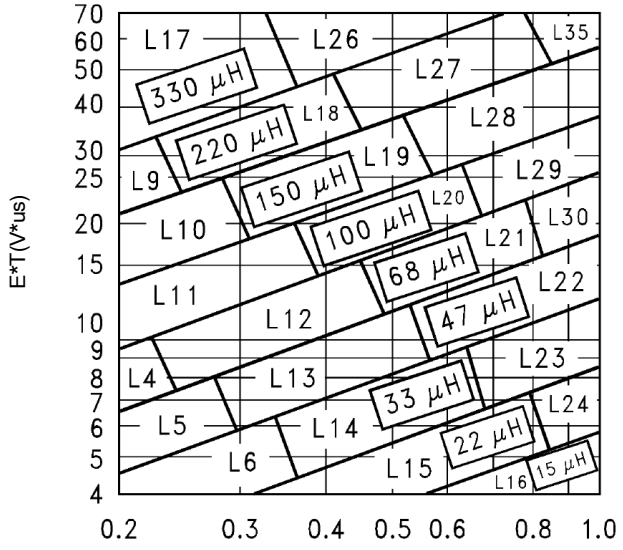

Figure 19. Inductor Value Selection Guides (For Continuous Mode Operation)
4. Inductor Selection (L1) **A.** Use the following formula to calculate the inductor Volt x microsecond [V x μs] constant: $E \times T = \left(V_{IN} - V_{OUT} - V_{SAT}\right) \times \frac{V_{OUT} + V_D}{V_{IN} - V_{SAT} + V_D} \times \frac{1000}{150\ kHz} (V \times \mu s)$ **B.** Match the calculated E x T value with the corresponding number on the vertical axis of the Inductor Value Selection Guide shown in Figure 19. This E x T constant is a measure of the energy handling capability of an inductor and is dependent upon the type of core, the core area, the number of turns, and the duty cycle. **C.** Next step is to identify the inductance region intersected by the E x T value and the maximum load current value on the horizontal axis shown in Figure 19. **D.** Select an appropriate inductor from Table 3. The inductor chosen must be rated for a switching frequency of 150 kHz and for a current rating of 1.15 x I_{Load}. The inductor current rating can also be determined by calculating the inductor peak current: $I_{p(max)} = I_{Load(max)} + \frac{\left(V_{in} - V_{out}\right) t_{on}}{2L}$ where t_{on} is the "on" time of the power switch and $t_{on} = \frac{V_{out}}{V_{in}} \times \frac{1.0}{f_{osc}}$	**4. Inductor Selection (L1)** **A.** Calculate E x T [V x μs] constant: $E \times T = (12 - 5 - 1.0) \times \frac{5 + 0.5}{12 - 1 + 0.5} \times \frac{1000}{150\ kHz} (V \times \mu s)$ $E \times T = (6) \times \frac{5.5}{11.5} \times 6.7 (V \times \mu s)$ **B.** E x T = 19.2 [V x μs] **C.** $I_{Load(max)}$ = 1.0 A Inductance Region = L30 **D.** Proper inductor value = 68 μH Choose the inductor from Table 3.
To simplify the inductor selection process, an inductor selection guide for the LM2595 regulator was added to this data sheet (Figure 19). This guide assumes that the regulator is operating in the continuous mode, and selects an inductor that will allow a peak−to−peak inductor ripple current to be a certain percentage of the maximum design load current. This percentage is allowed to change as different design load currents are selected. For light loads (less than approximately 300 mA) it may be desirable to operate the regulator in the discontinuous mode, because the inductor value and size can be kept relatively low. Consequently, the percentage of inductor peak−to−peak current increases. This discontinuous mode of operation is perfectly acceptable for this type of switching converter. Any buck regulator will be forced to enter discontinuous mode if the load current is light enough.